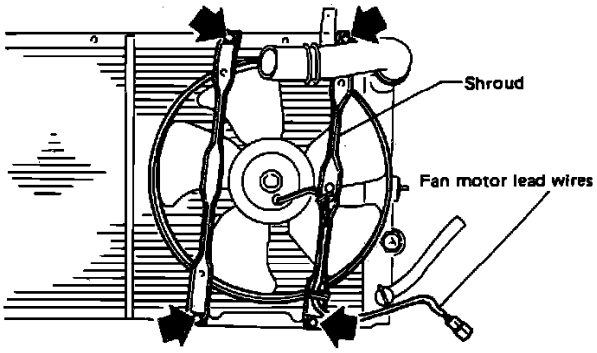

Fig. 1 Electric Cooling Fan Assembly
2. Disconnect fan motor electrical connector, then the harness from shroud, **Fig. 1,** if necessary.
1. Place cooling fan on fan motor, then install mounting nuts, **Fig. 1.** Apply a suitable locking compound to mounting nuts then securely tighten.